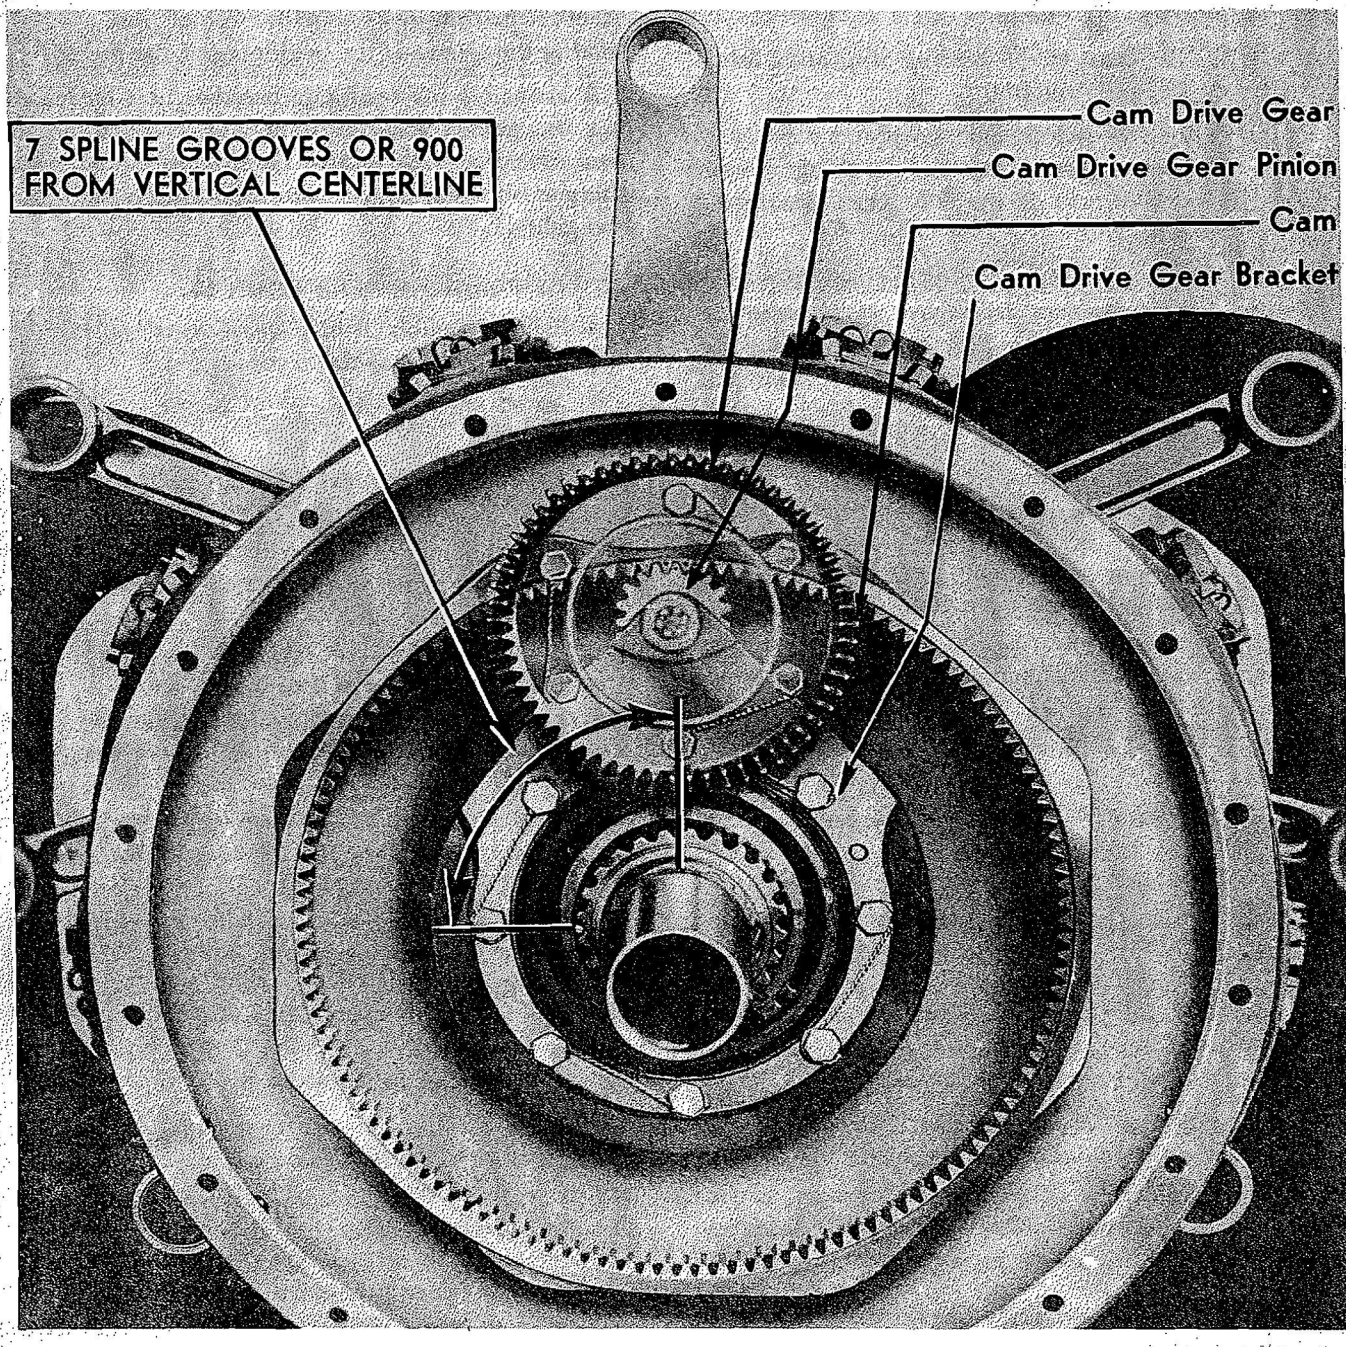

Figure 184—Timing Cam and Cam Drive Pinion, Showing also Proper Location of Reduction Driving Gear Blind Spline
e. Rotate the cam so that the two marked internal teeth are in line with the vertical centerline of the crankcase front section. Install the cam drive gear bracket spacer and the cam drive gear bracket over the splined cam bearing ring spacer on the cam supporting boss on the main section. Locate these parts correctly over the dowel pin in the main section. Time the cam and cam drive pinion by engaging the two marked teeth on the cam and the single marked tooth on the pinion. Refer to Figure 184.